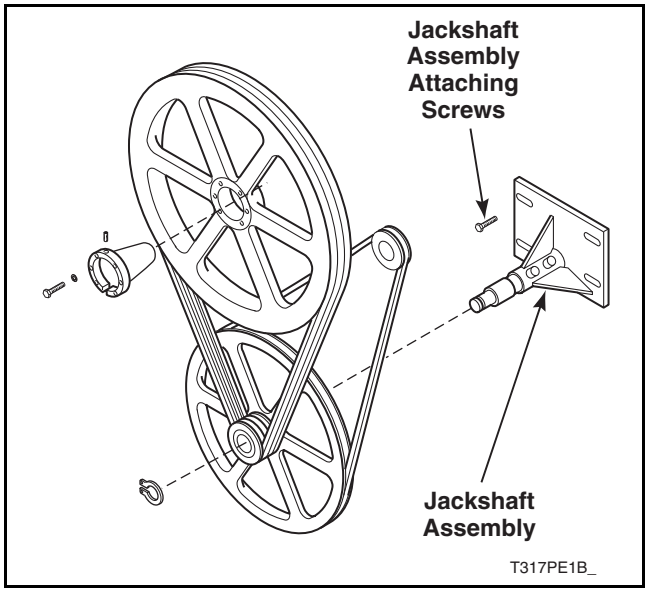

Figure 4
c. Loosen the four jackshaft assembly attaching screws. Refer to *Figure 4*.